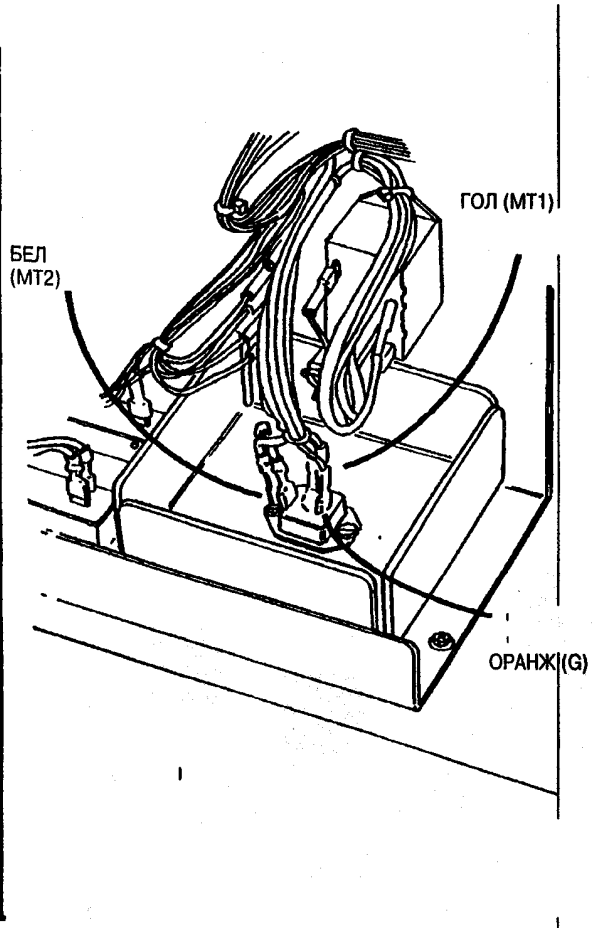

Рис. 2. Симистор фьюзера
2. (Рис. 2): Симистор фьюзера.